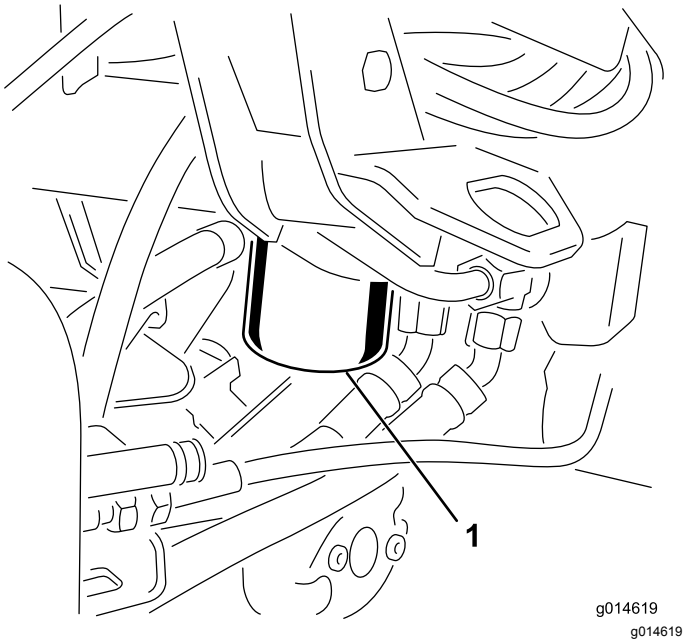

Figuur 45
1. Reinig de omgeving van de plaats waar het filter wordt gemonteerd (Figuur 45). Plaats een opvangbak onder het filter en verwijder het filter.